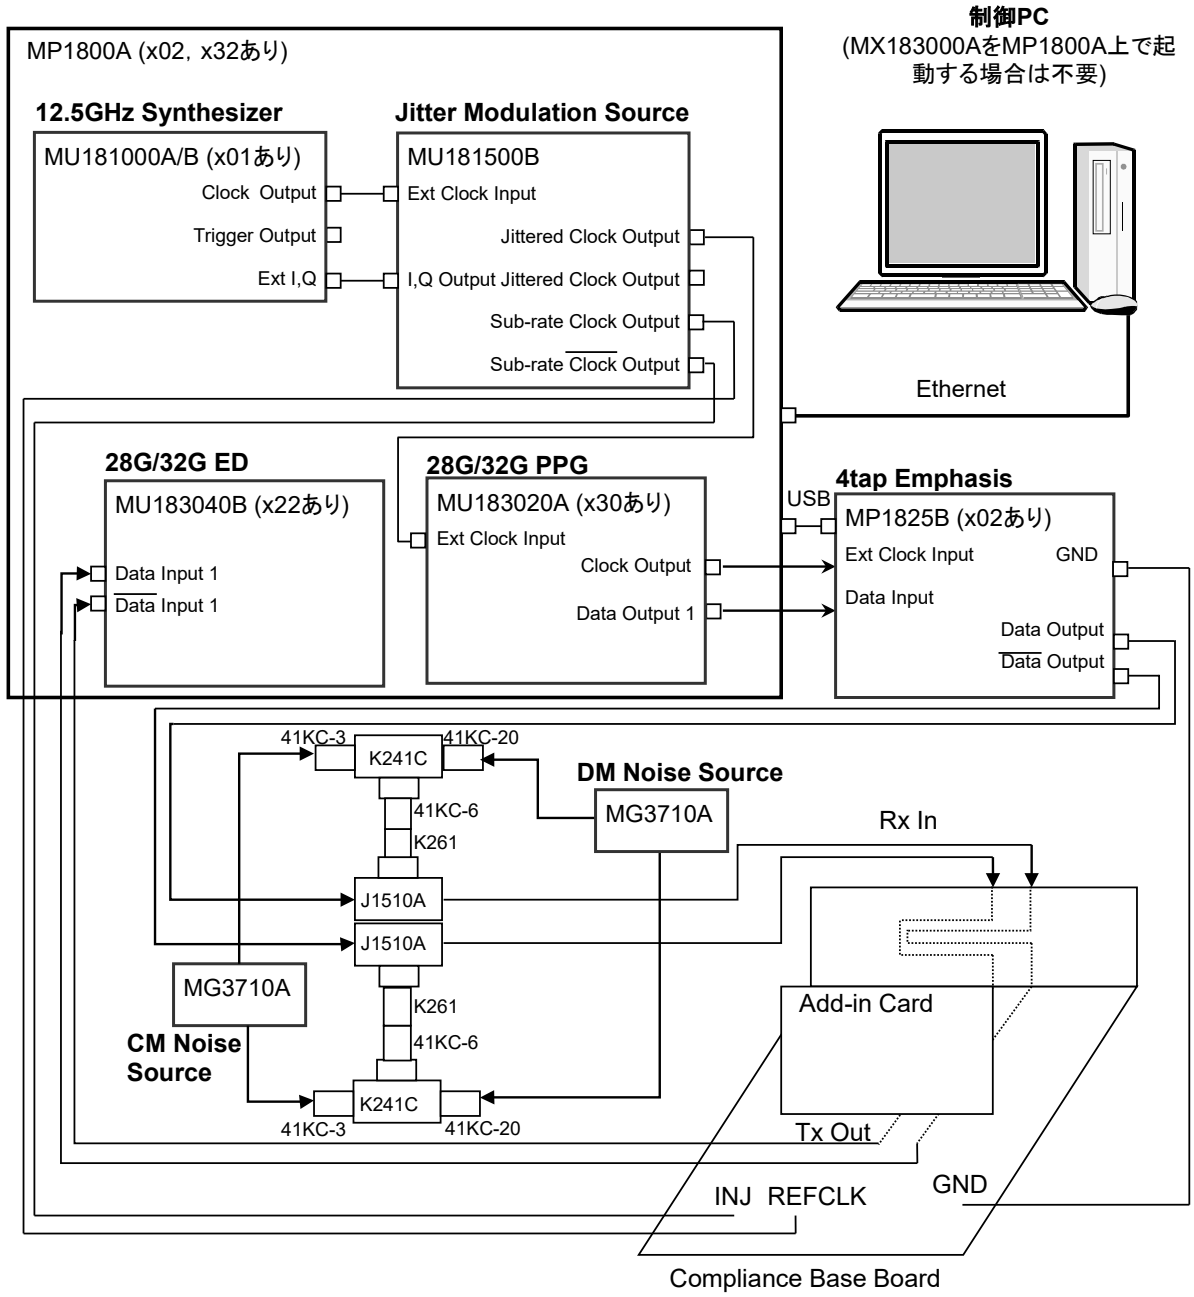

図 3.3.1-1　MP1800A を使用した PCIe Link Sequence の接続方法
12. MG3710A と 41KC-3, 41KC-6, 41KC-20, K241C, および J1510A を図 3.3.1-1 のとおり接続します。MG3710A の出力は RF Output 端子です。